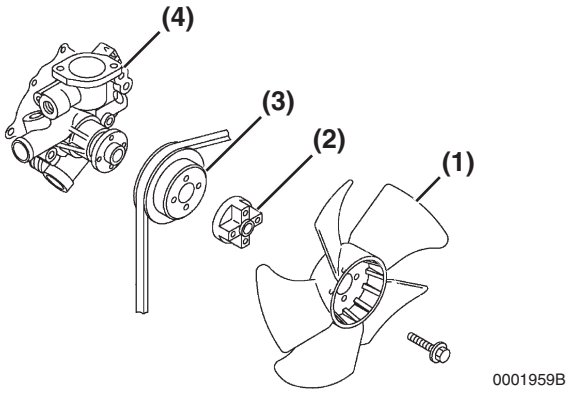

Figure 9-12
7. Reinstall the engine coolant pump V-pulley **(Figure 9-12, (3))**, spacer **(Figure 9-12, (2))**, engine cooling fan **(Figure 9-12, (1))** and engine cooling fan guard (if equipped).